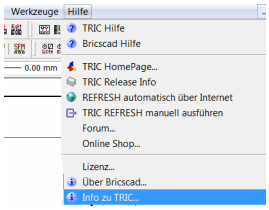

Bild 1.1 – Menü *Hilfe* > *Info zu TRIC.*
- Zunächst wird TRIC gestartet. Nach der Anmeldung am Besten eine Zeichnung öffnen. Im Menü *Hilfe* anklicken, dann *Info zu TRIC* wählen (Abb. 1.1).